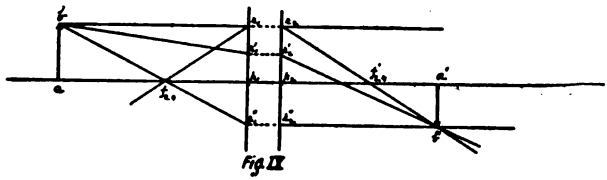

FIG. 9.—Illustrating the use of the principal planes in constructing images.
Geometrical Construction of Image.—For all practical purposes we may now consider the lens as consisting of its two principal planes, drawn at right angles to its optical axis. To find the place and size of the image, we shall not need to know anything concerning the optical properties of the glass or the curvature of the surface. In fig. 9, let p_1 and p_2 be the principal points; ab, the object; $a'b'$, the image.
It must not be forgotten that the diagram in fig. 9 does not give the actual direction of the ray *in* the second medium, or glass, but that it does give the true direction of the ray before the incidence and after emergence. This construction, it will be seen, is identical with that for a single refracting *surface*, except that in the case of a *lens* we must
* It will be seen from fig. 9 that any incident ray passing through p_1 will emerge from the lens in a direction which is parallel to its original direction and which passes through p_2. If the first and third media were always the same, this might be taken as a definition of the principal points. There are *always* two points which enjoy this property, viz., that an incident ray through one emerges in a parallel direction through the other; but when the first and last media have different refractive indices, these two points do not coincide with the principal points. They are called the *nodal points*, and include the principal points as a special case. This special case, however, is the only one ever met with in photography.